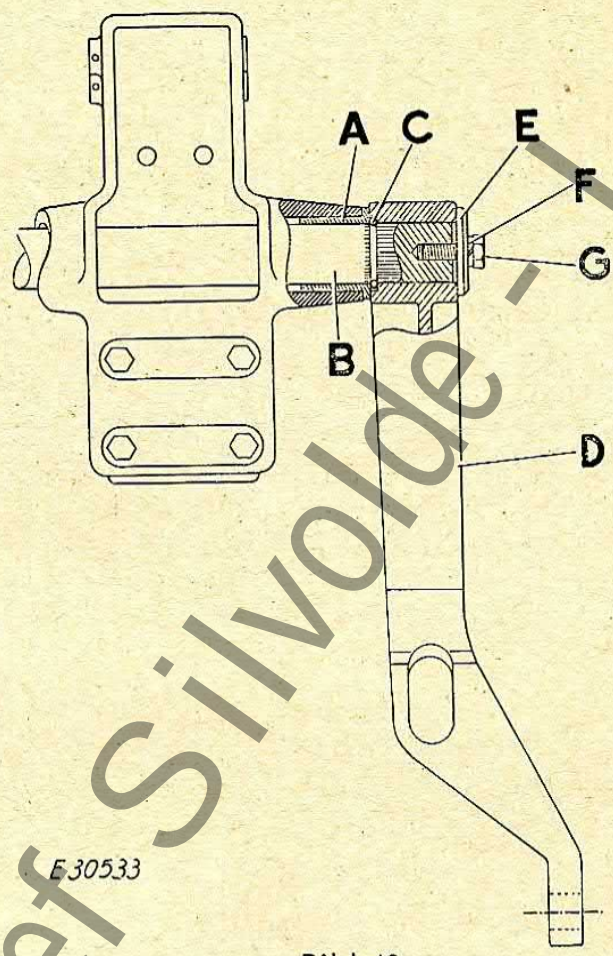

Bild 40
7. Die beiden Büchsen (A, Bild 40), die im Konsol des Sitzträgers rechts und links eingepreßt sind, sind von Farbe zu reinigen. (Eventuell abschmirgeln.)